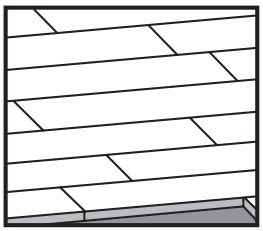

FIGURE 1.1 (CORRECT)
STEP 9: Avoid what our industry calls "clusters " by staggering the end joints by at least twice the plank's width. Example: using a 3 ¼" wide plank would put the next row's end joint no closer than 6 ½". It will be impossible with some width do that. In this case, match the overall look. If available, the use of a Brad nailer is ideal to speed up the above face and blind nailing procedure. Ensure that there is a nail approximately 1-2" away from both ends of the board. Refer to figure 1.1 and 1.2